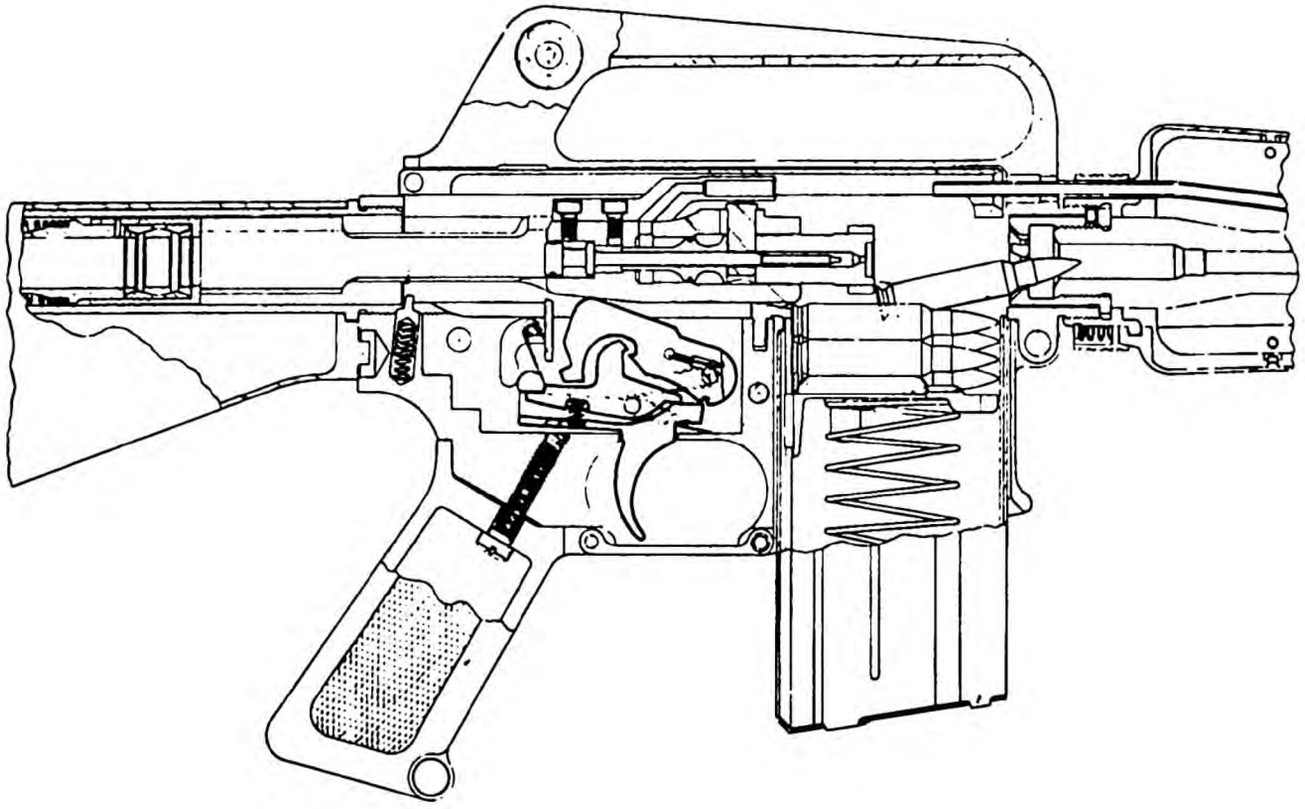

Figure 11-20. Feeding-chambering.
(6) Feeding–Chambering. The rearward motion of the bolt carrier is arrested by the buffer assembly and action spring guide. The compressed action spring then forces the bolt carrier toward the chamber. On its forward motion, the face of the bolt picks up a cartridge from the magazine (feeding), and thrusts it into the chamber (chambering). The chambering step is shown in figure 11-20.
(7) Locking. As the bolt lugs enter the barrel extension,. the ejector is deppressed against the left side of the head. The extractor snaps into the cannelure (groove) of the cartridge case. As the bolt carrier enters the final one-half inch of its closing stroke, the bolt cam pin moves out of the receiver guide. The bolt carrier cam track rotates the bolt and locks it into the barrel extension. This completes one loading cycle.
b. Sear and disconnect. The disconnect prevents the rifle from firing full automatic when the safety is in the SEMI position. When the trigger is pulled, the disconnect is rotated with the trigger by the action of the disconnect spring. During the cocking step, the hook of the disconnect engages the upper inside notch of the hammer as shown in figure 11-20. This holds the hammer back and prevents a second shot. When the trigger is released, the trigger spring causes the trigger to return to the normal position carrying the disconnect backward with it. The disconnect hook actually releases the hammer, the trigger sear has moved in front of the hammer notch and the hammer drops from the disconnect to the trigger sear. The weapon is then ready for a second shot.